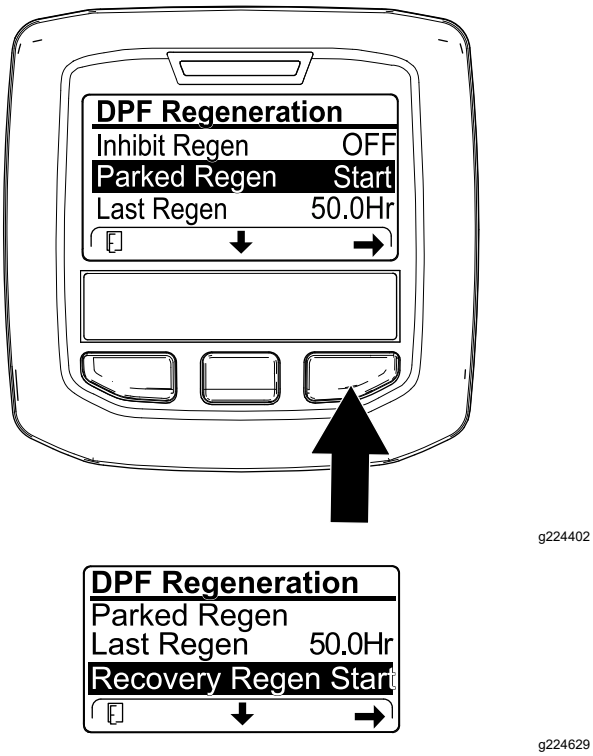

Figuur 58
1. Ga naar het menu DPF Regeneration, druk op de middelste knop om naar de optie PARKED REGEN START of RECOVERY REGEN START te gaan (Figuur 58) en druk op de rechterknop om de regeneratie te beginnen (Figuur 58).